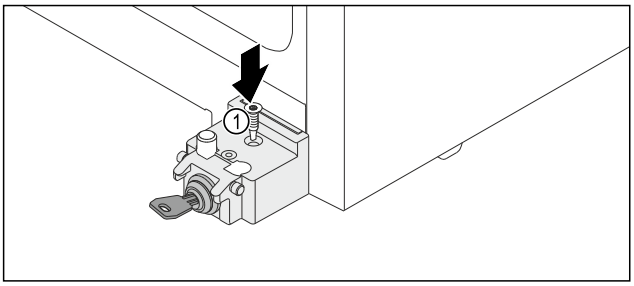

Fig. 19
▶ Introduceți prin rotire șurubul *Fig. 19 (1)*.